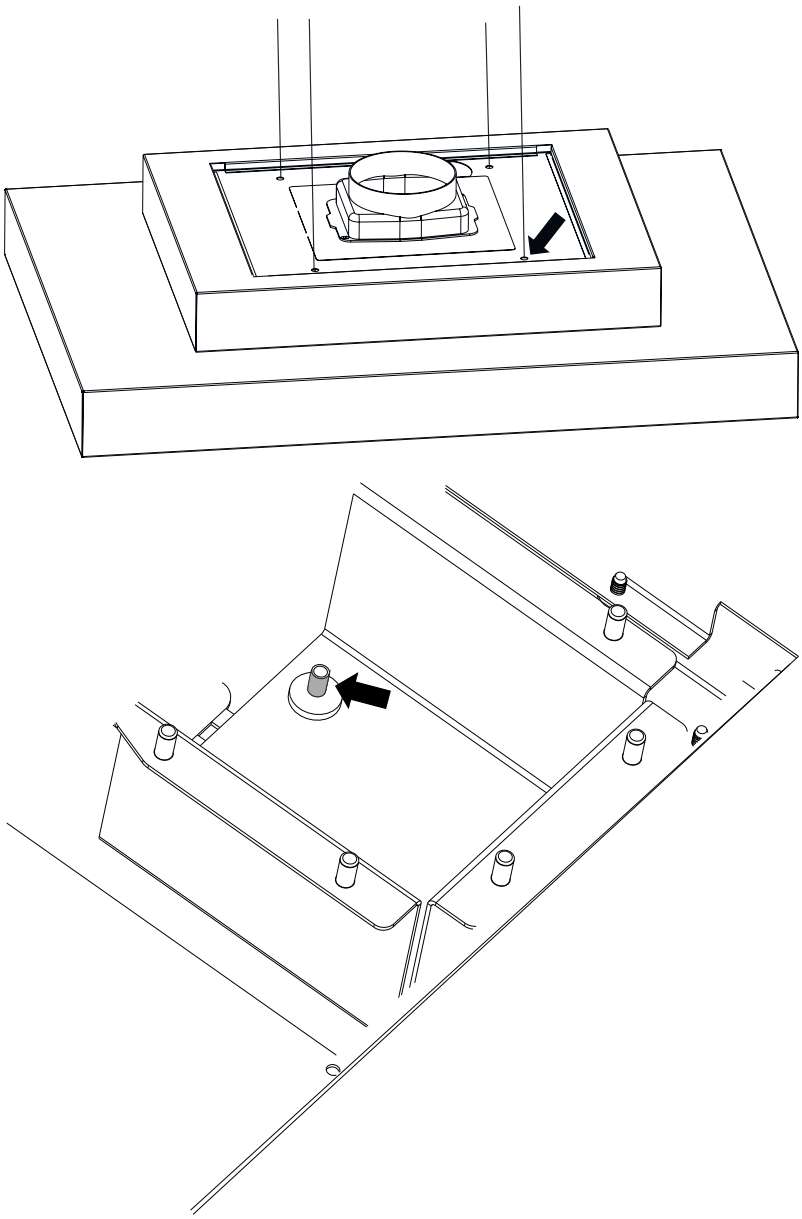

Fig. 10
4. Skub nu stålwirerne igennem fra toppen og ned i emhætten igennem sikkerhedslåsen(Fig. 10).